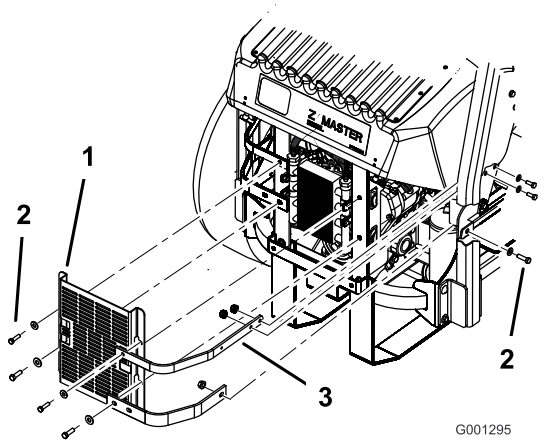

Figuur 64
3. Verwijder de 4 bouten waarmee het scherm van de oliekoeler is bevestigd aan het achterframe (Figuur 64).
4. Verwijder de 3 bouten waarmee de beugels van de motor zijn bevestigd aan de zijkant van de machine (Figuur 64).
12. Monteer het scherm van de oliekoeler en de beugels van de motor aan het achterframe met de 4 bouten die u eerder hebt verwijderd (Figuur 64).
13. Monteer de beugels van de motor aan de zijkant van de machine (Figuur 64).